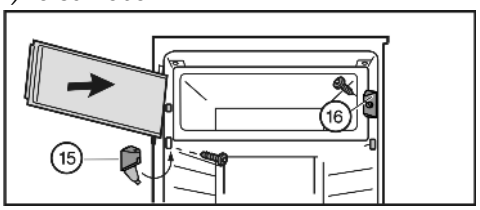

Fig. 8
▶ Verschlussstück *Fig. 8 (16)* montieren.
▶ Lagerbock *Fig. 8 (15)* montieren und Abdeckung zuklappen.